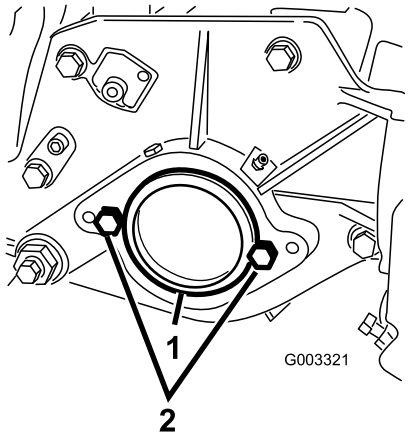

**Figuur 7**
2. Verwijder de kunststofplug op het rechter uiteinde van het maaidek uit de lagerbehuizing (Figuur 7).
3. Verwijder de 2 tapbouten van de rechter zijplaat (Figuur 7).
2. Tapbout (2)
5. Plaats de 2 tapbouten voor de bevestiging van de motor van de messenkooi losjes op linker zijplaat van het maaidek (Figuur 7).